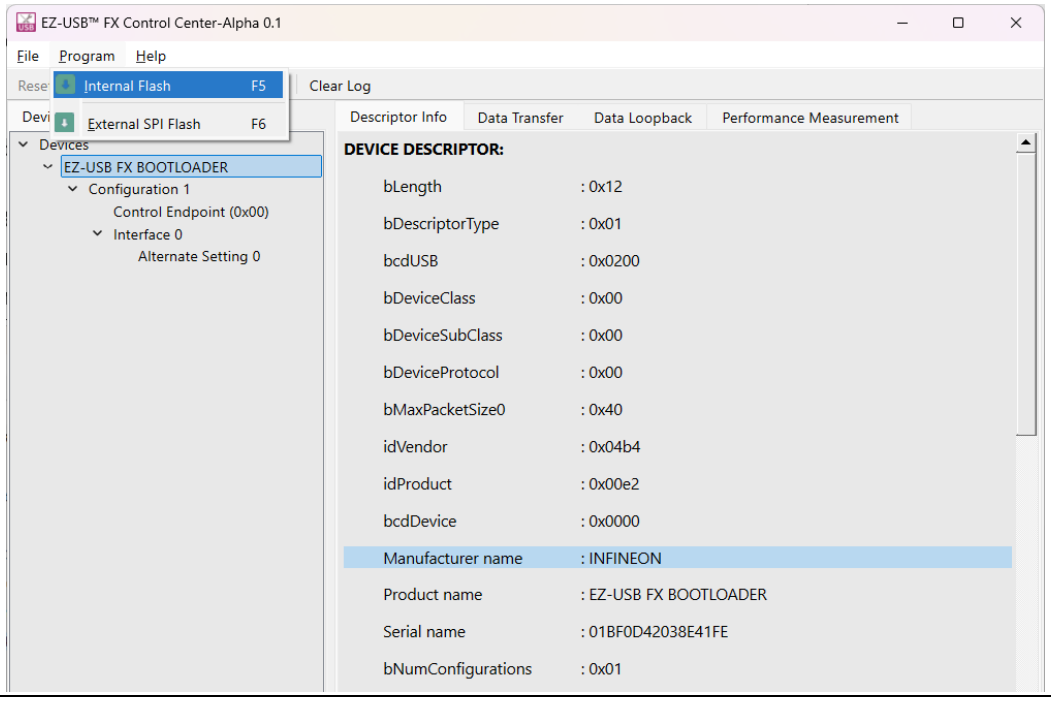

Figure 10 FX2G3 device enumeration in Control Center application
a) Click **EZ-USB FX BOOTLOADER**, **Program**, and **Internal Flash F5** as shown in Figure 10